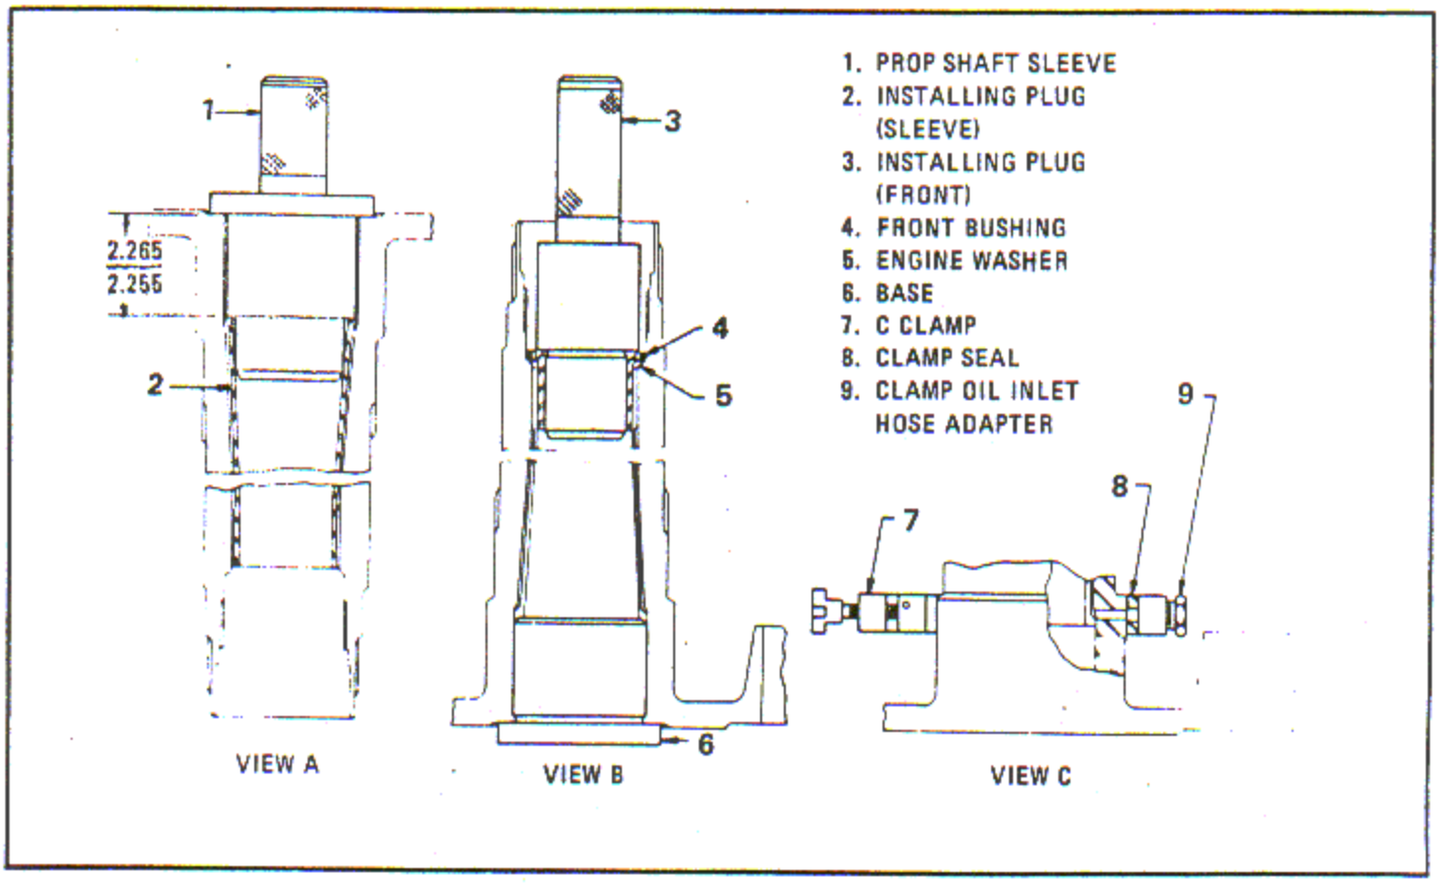

Figure 6-53. Installing and Pressure Checking Propeller Shaft Sleeve and Front Bushing
a. Assemble the propeller shaft sleeve (1, figure 6-53) on a locally fabricated installing plug (2), and the propeller shaft bushing (4) on installing plug (3).
d. Align the sleeve (1) with a suitable locally fabricated plug (2) and install the sleeve to a depth of 2.255 - 2.265 inches from the bushing bore hub face as shown in view A. Quickly reverse the shaft on the arbor press table, supporting the shaft and sleeve on base (6) as shown in view B. Place an engine washer (5) on the shoulder in the shaft above the sleeve. Press in the front bushing (4) until the bushing flange seats on the engine washer in the shaft. Maintain pressure until both bushing and shaft approach room temperature.
e. Locally fabricate a C clamp (7) with provisions for introducing oil under pressure into the forward oil hole in the large journal of the shaft. See view C. Use the same test stand, oil pressure and procedures as outlined in paragraph 7-15 for the checking of the complete front section. There should be no leakage past the sleeve in one minute.